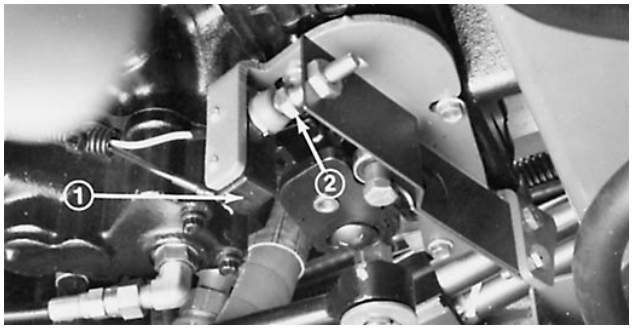

Afbeelding 71
1. Zet de tractiepedaal in de neutraalstand. Draai de contramoer op de instelschroef van de schaklaar los (Afb. 71).